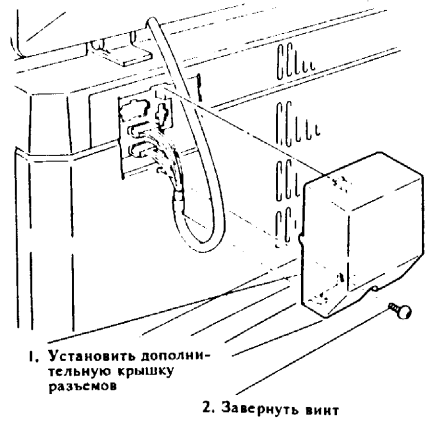

Рис.6 Установка дополнительной крышки разъемов
(7) Установить дополнительную крышку разъемов из набора (рис.6).